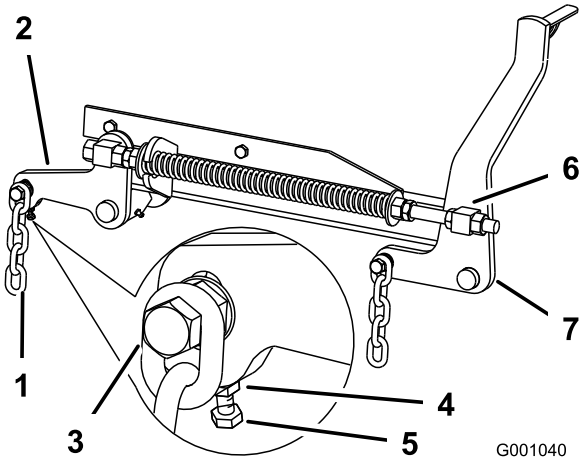

Rysunek 84
7. Jeśli pomiary w położeniach **B** lub **C** są nieprawidłowe, odkręć śrubę mocującą tylny łańcuch do tylnego ramienia wsporczego (Rysunek 84).
8. Poluzuj przeciwnakrętkę pod tylnym ramieniem wsporczym i wyreguluj śrubę regulacyjną tak, aby uzyskać wynik pomiaru od 80 do 83 mm (Rysunek 84).
7. Odkręć przeciwnakrętki przedniego połączenia obrotowego, z przodu prawego i lewego połączenia obrotowego, o około 13 mm (Rysunek 84).
8. Wyreguluj nakrętki podnoszące z lewej i prawej strony maszyny tak, aby uzyskać z przodu w położeniu **A** obniżenie o 6 do 10 mm w stosunku do tyłu w położeniu **B** (Rysunek 84).